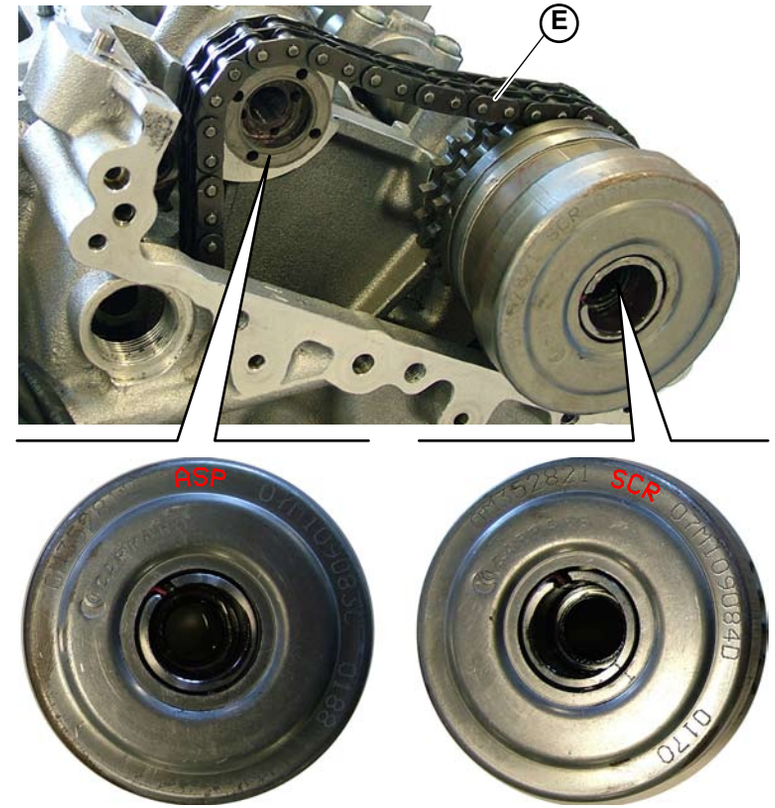

Fig.6
5. Remove the two variable valve timing mechanisms and appropriately secure the upper timing chain (**E-Fig.6**).